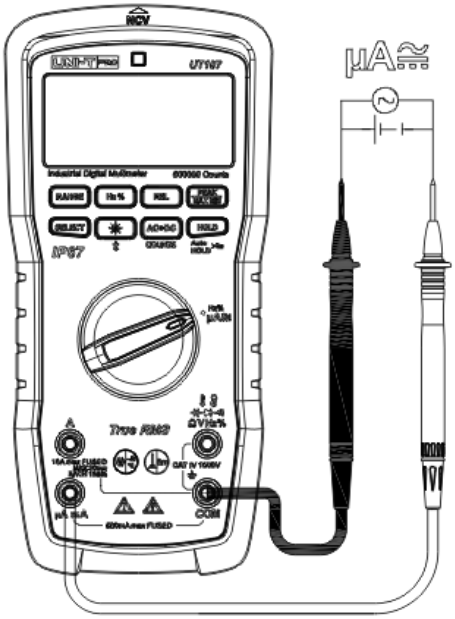

Figura 16
13. Medición de uA de AC/DC（Figura 16）